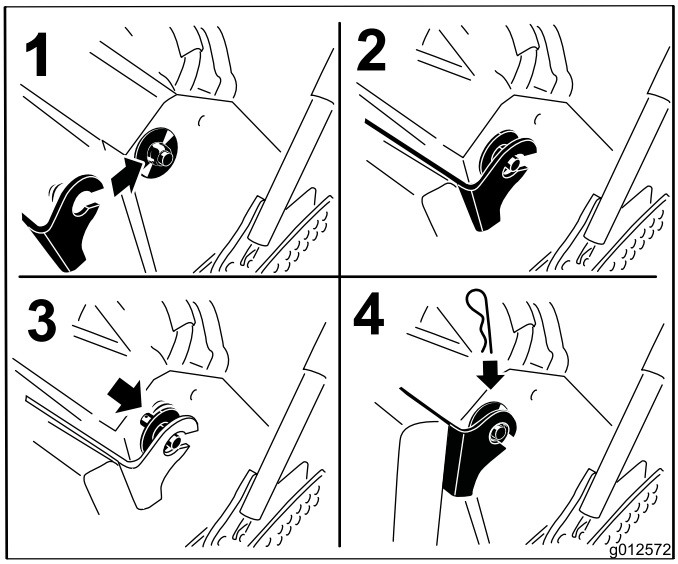

Figure 36
6. Relevez le coussin et glissez-le sur les goupilles de chaque côté de la machine (Figure 36).
7. Glissez les grandes rondelles à douilles en plastique dans les supports du coussin et fixez-les en place avec une goupille fendue (Figure 36).